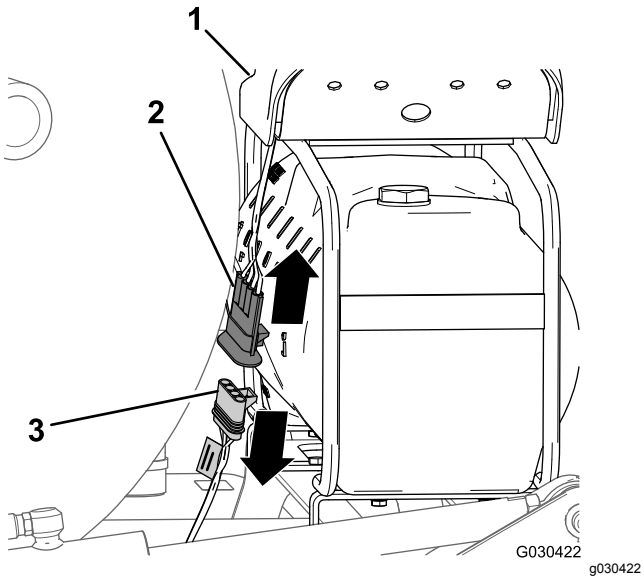

Figur 4
1. Leta reda på kablaget till kompressorn på baksidan av skummarkörstanken (Figur 4).
2. Koppla loss kompressorkablagets kontakt med fyra stift från kontakten med fyra uttag på maskinens bakre kablage (Figur 4).